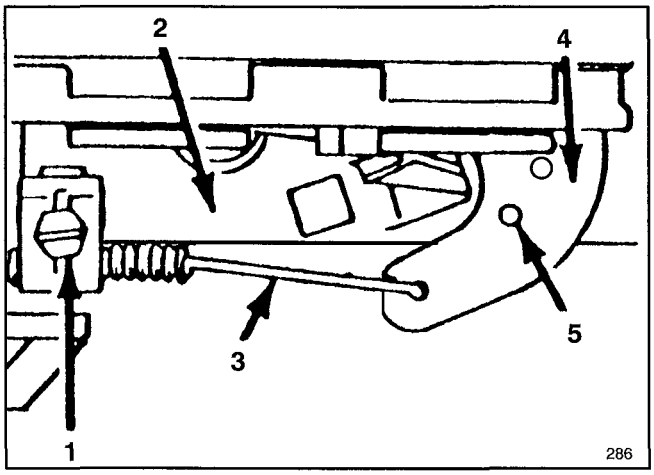

Figure 17
3. Loosen cable clamp screw until throttle cable slides (Fig. 17).
4. Move throttle cable left or right until holes in throttle lever and throttle bracket align (Fig. 17).